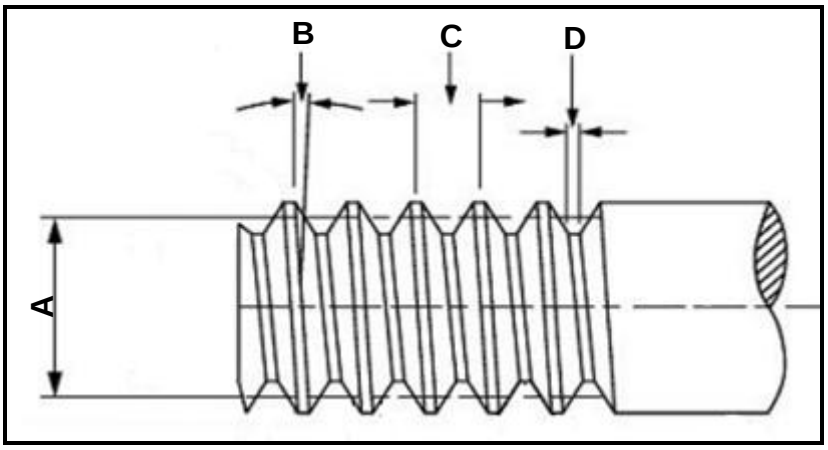

FIGUUR 10.2
10.2 FIGUUR 10.2 toon 'n metrieke V-skroefdraad.